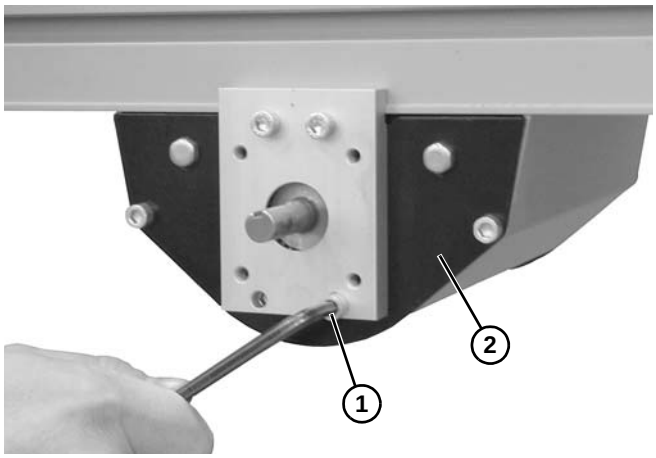

Figure 52
2. Retirer la vis **(Figure 52, élément 1)** de chaque côté de l'ensemble d'entraînement **(Figure 52, élément 2)**.